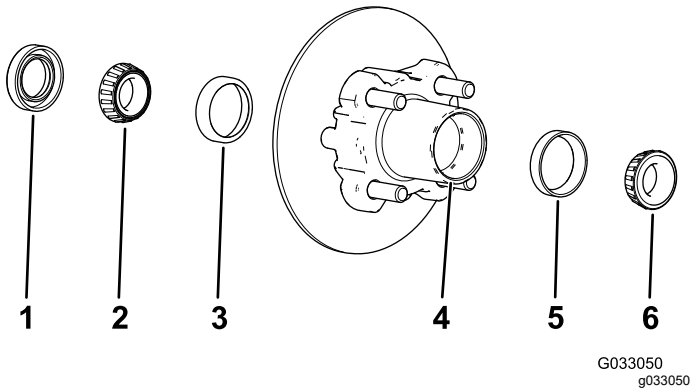

Figuur 34
1. Verwijder het buitenste lager en de loopring van het lager van de naaf (Figuur 34).
2. Verwijder de afdichting en het binnenste lager van de naaf (Figuur 34).
5. Verwijder alle vuil en vet uit de holte van de naaf (Figuur 34).
7. Vul de holte van de naaf voor 50 tot 80% met het aanbevolen smeermiddel (Figuur 34).
8. Monteer het binnenste lager op de loopring aan de binnenkant van de naaf en monteer de afdichting (Figuur 34).